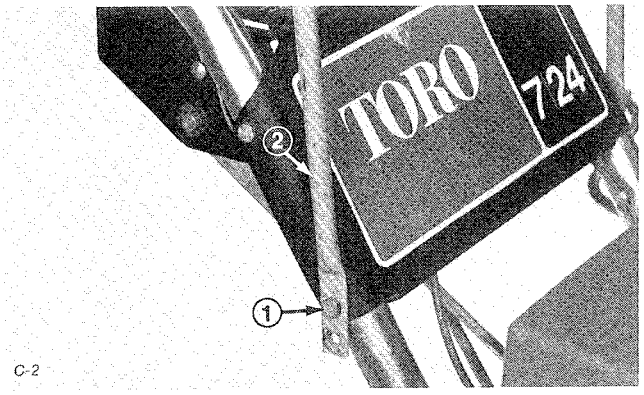
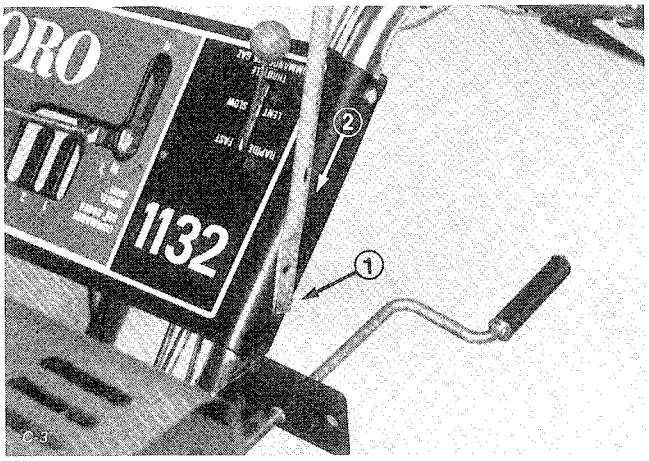

Figure 4
Figure 5
Note: When mounting snow cab on 524, 724 or 824 snowthrowers, use upper mounting hole on attaching bracket (Fig. 4). On 826 and 1132 snowthrowers use lower mounting hole (Fig. 5).
2. Position front of frame assembly (attaching brackets) to handles and secure in place with (¼-20 x 2.00") capscrews, and nuts provided (Fig. 4 & 5).